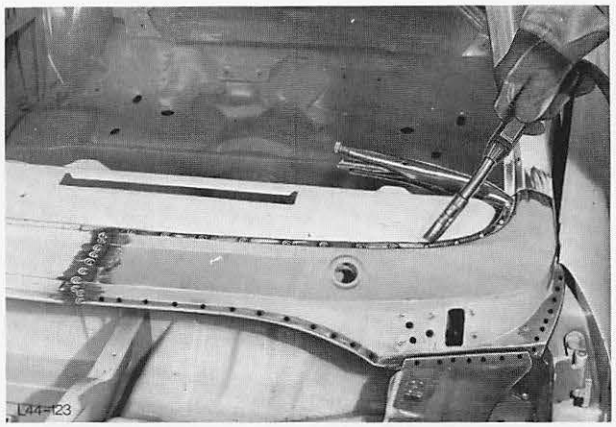

Abb. 123 Windlauf – Teileinsatz einschweißen
13. Windlauf – Teileinsatz anpunkten und einschweißen, Abb. 123.